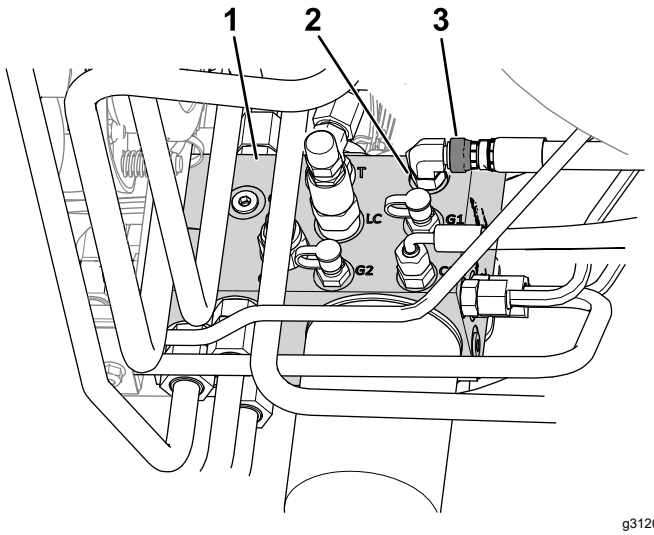

Figur 10
B. Løsn slangens omløbermøtrik, der er tilsluttet port C1 på hydraulikmanifolden (Figur 10).